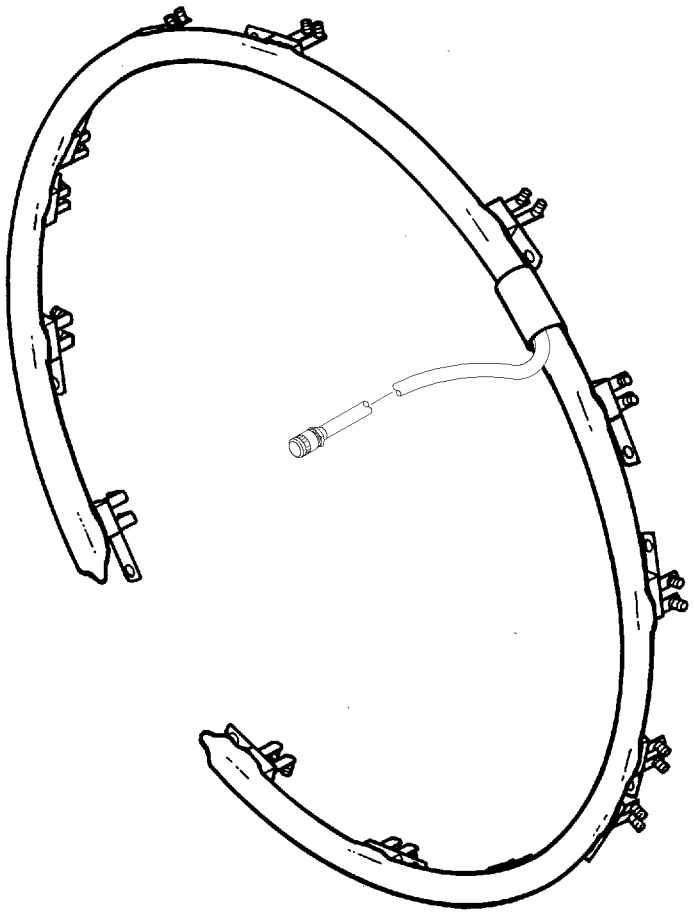

Figure 5. Turbine Measured Temperature Harness Assembly
14. Fourteen thermocouples, located in the third stage turbine vanes and wired in parallel, are dispersed about the engine centerline to provide an average indication of the hot gas temperature. (See figure 5.) The thermocouple output signal is referred to as Turbine Measured Temperature (TMT) and is directed to the Digital Electronic Trim Control (DETC). The signal is used by the DETC which also directs it to the cockpit indicator.